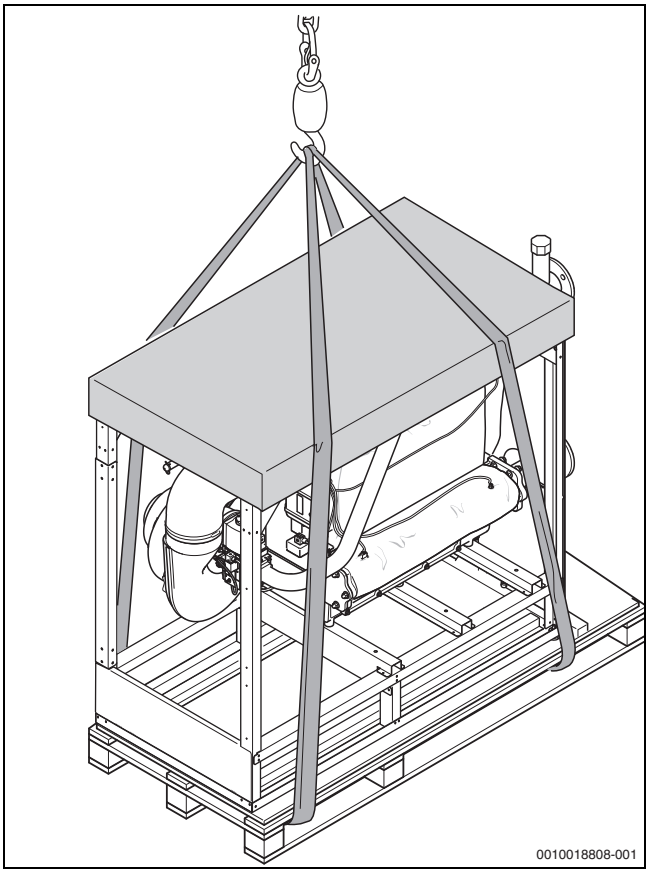

Bild 3 Heizkessel mit Kran auf Palette transportieren
▶ Krangeschirr (Rundschlingen) durch die Palette führen (→Bild 3).